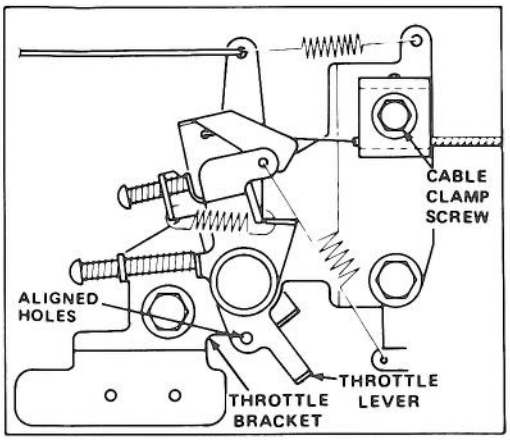

Figure 16
4. Loosen cable clamp screw until throttle cable slides (Fig. 16). Align holes in throttle lever and throttle bracket. Pull throttle cable slightly to